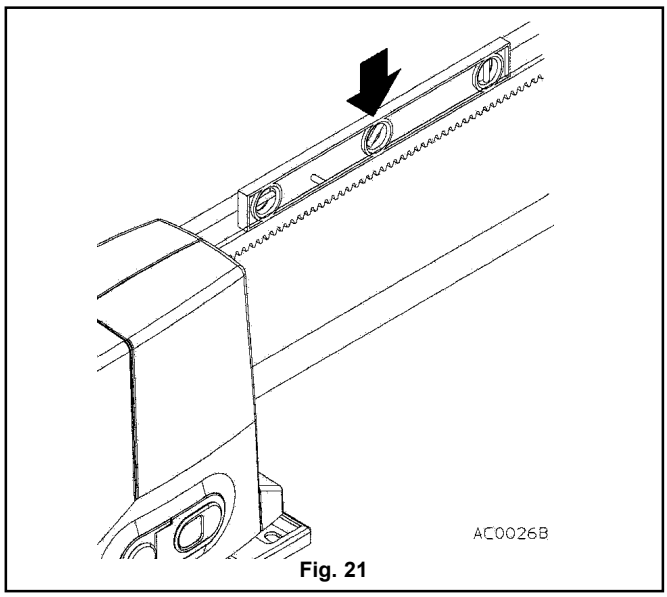

Fig. 21
g) Verificare che la cremagliera sia in bolla (fig. 21).
b1) Controllare che la cremagliera sia in bolla (fig. 21) e rettilinea.